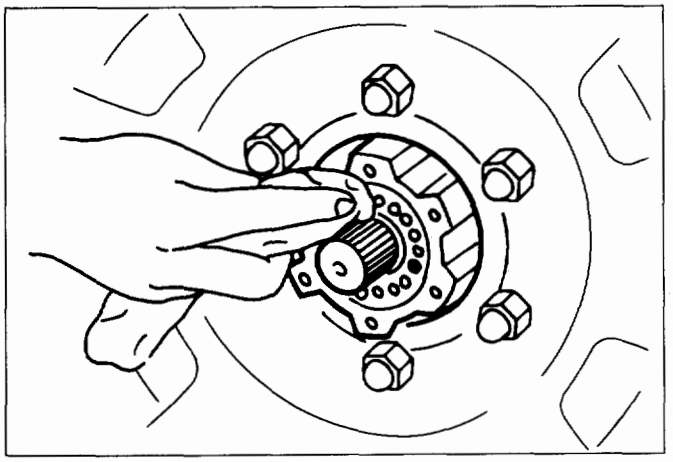

Fig. 4C-92
3) Install the inner cam by aligning the key way with the groove in the knuckle (Fig. 4C-93).